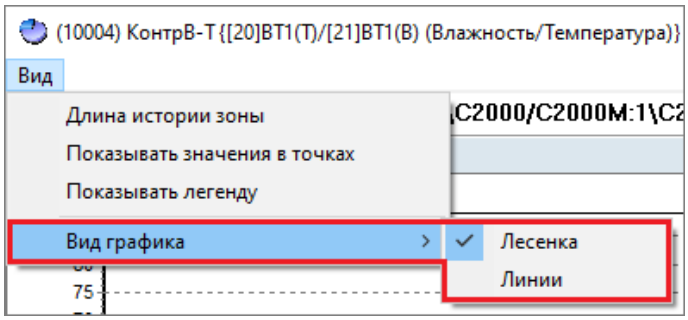

Рисунок 12-63 Меню "Вид графика"
– ***Вид графика*** – вызов выпадающего меню выбора способа соединения точек на активном графике этого окна графиков, которое состоит из пунктов (см. Рисунок 12-63):